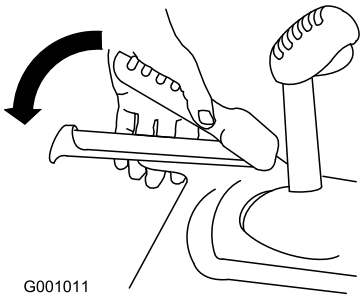

Figur 13
3. Klem traktionsgrebet til venstre for håndtaget (Figur 13).
6. Klem traktionsgrebet til venstre for håndtaget (Figur 13).